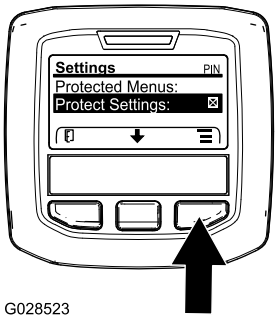

Figur 28
1. Brug den midterste knap på HOVEDMENUEN til at rulle ned til menuen INDSTILLINGER, og tryk på den højre knap (Figur 28).